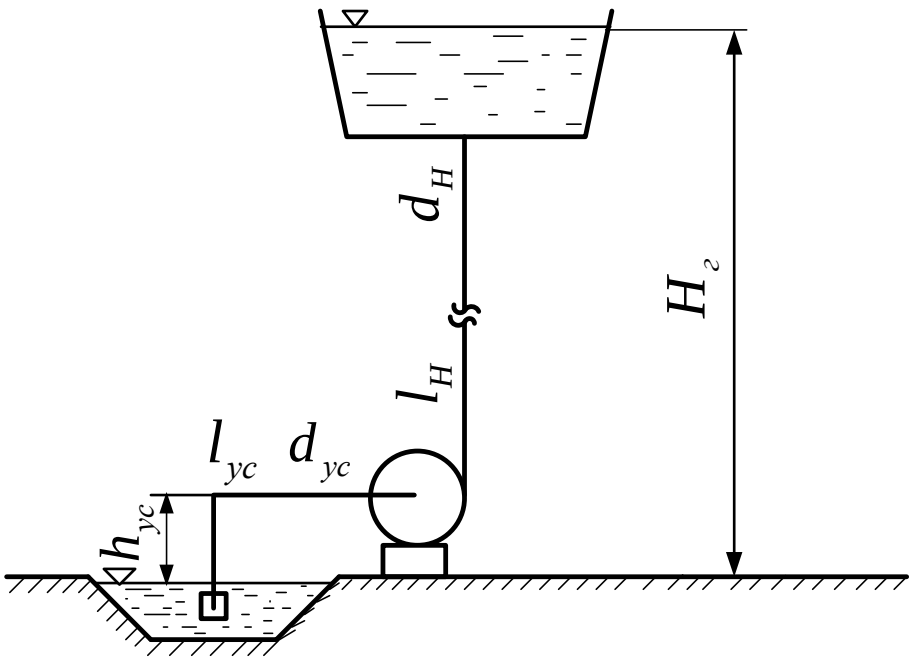

Рис.3. Схема насосної установки.
Підібрати насос і виконати розрахунок насосної установки (визначити показники її роботи - H, Q, η, N) призначеної для подачі води витратою $Q = 10 л/с$ при температурі до 30^{0}С на висоту $H_г = 30 м$ по трубопроводу із чавунних труб, усмоктуюча частина якого має довжину $l = 20 м$ і діаметр $d = 150 мм$, а напірна – довжину $l = 400 м$ і діаметр $d = 150 мм$. Втрати напору в місцевих опорах прийняти: в усмоктувальній лінії однаковими з втратами напору по довжині, а в напірній лінії – 10% від втрат по довжині (рис. 3).
характеристик насоса (рис. 3) в тому ж масштабі, що і напірна характеристика насоса. Для цього на осі H відкладаємо $H_г = 30м$, а далі від неї будуємо параболу. На перетині напірних характеристик насоса $H - Q$ і трубопровода $H_T - Q$ отримаємо робочу точку A.
5. По відповідним осям (рис. 3) для робочої точки отримаємо наступні значення показників роботи насосної установки : $H = 32{,}5м$; $Q = 1{,}1л/с$; $\eta = 70\% = 0{,}7$; $N = 5кВт$